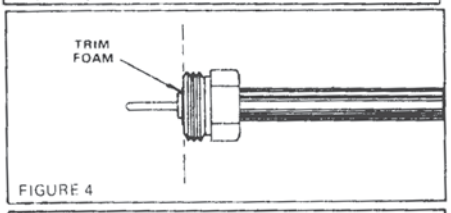

FIGURE 4
STEP 4. Cut off foam flush with flared outer conductor. Do not cut into inner conductor. See Figure 4. Remove all copper particles from foam.